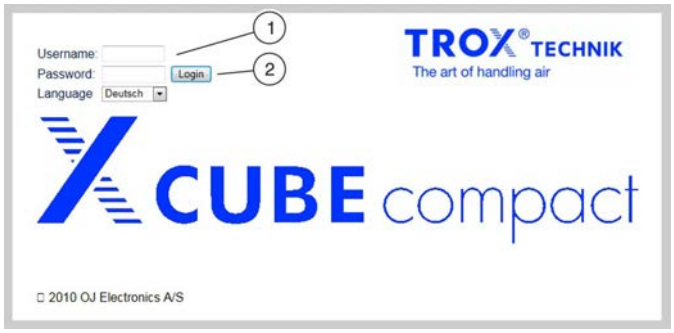

Fig. 24: Connexion au serveur Internet
1. ▸ Saisir votre nom d'utilisateur (Voir la Fig. 24/1).
3. ▸ Cliquer sur *« Connexion »* (Voir la Fig. 24/2).